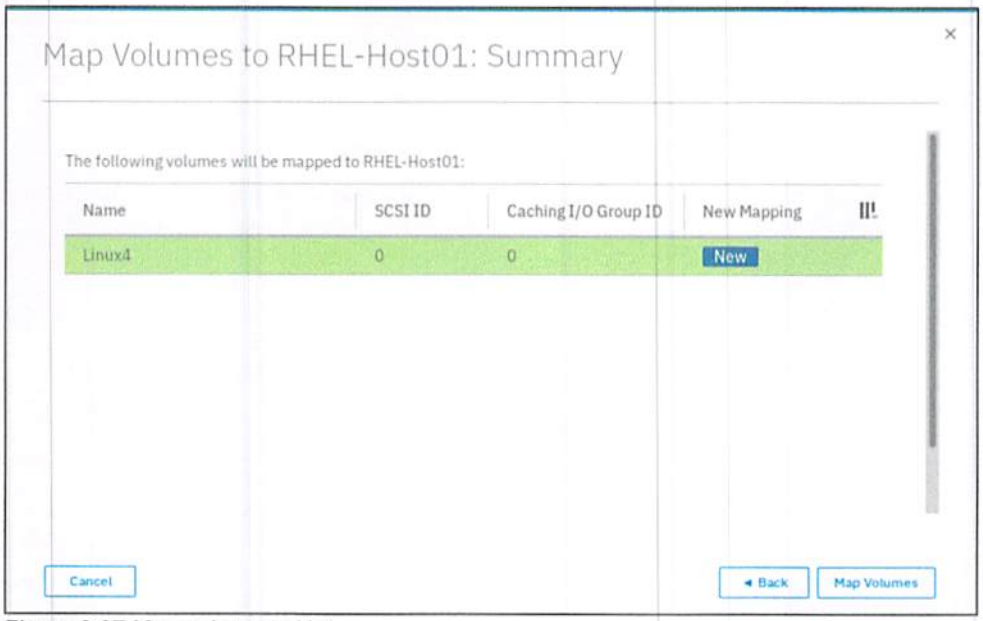

Figure 3.27 Map volume to Hot
4. Click **Next**. A window opens in which mapped volumes to that host are listed along with the new volume to be mapped, as shown in Figure 3.27.